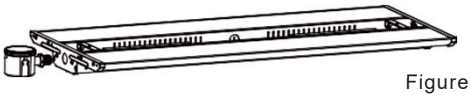

Figure 7
Step 2.Remove side knockout, and install the sensor (Figure 7)